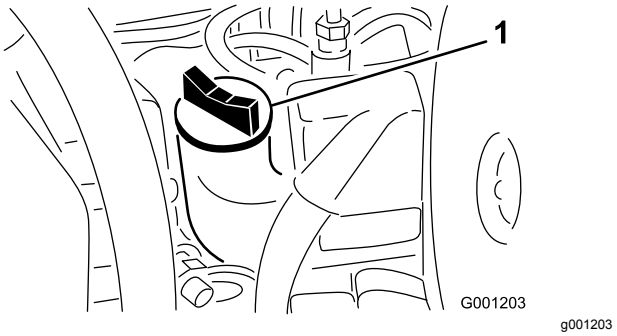

Figur 48
4. Om oljenivån inte når upp till markeringen Full på oljestickan (Figur 48), fyller du på olja tills nivån når upp till markeringen. **Fyll inte på för mycket.**.